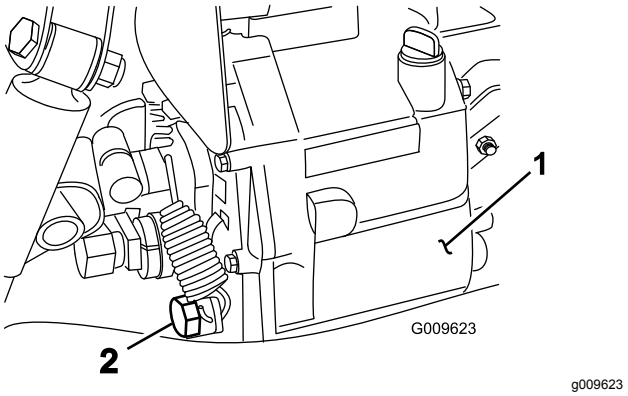

Figur 66
2. Ta bort avtappningspluggen från tankens sida och låt hydraulvätskan rinna ner i ett avtappningskärl (Figur 66).